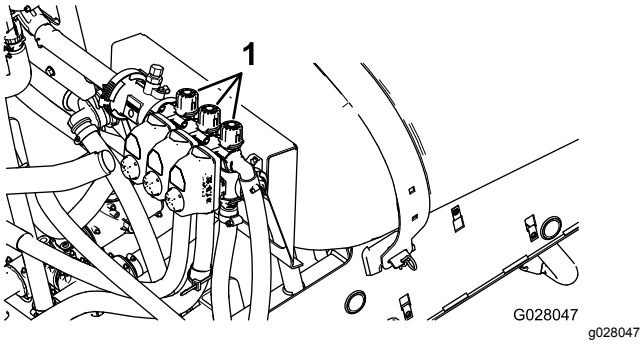

Figur 74
10. Slå den venstre bom fra, og juster bommens omløbsventil (Figur 74), indtil trykværdien svarer til det tidligere indstillede niveau (typisk 2,76 bar).
12. Juster den højre boms omløbsventil (Figur 74), indtil trykværdien svarer til det tidligere indstillede niveau (typisk 2,76 bar).
14. Juster den midterste boms omløbsventil (Figur 74), indtil trykværdien svarer til det tidligere indstillede niveau (typisk 2,76 bar).